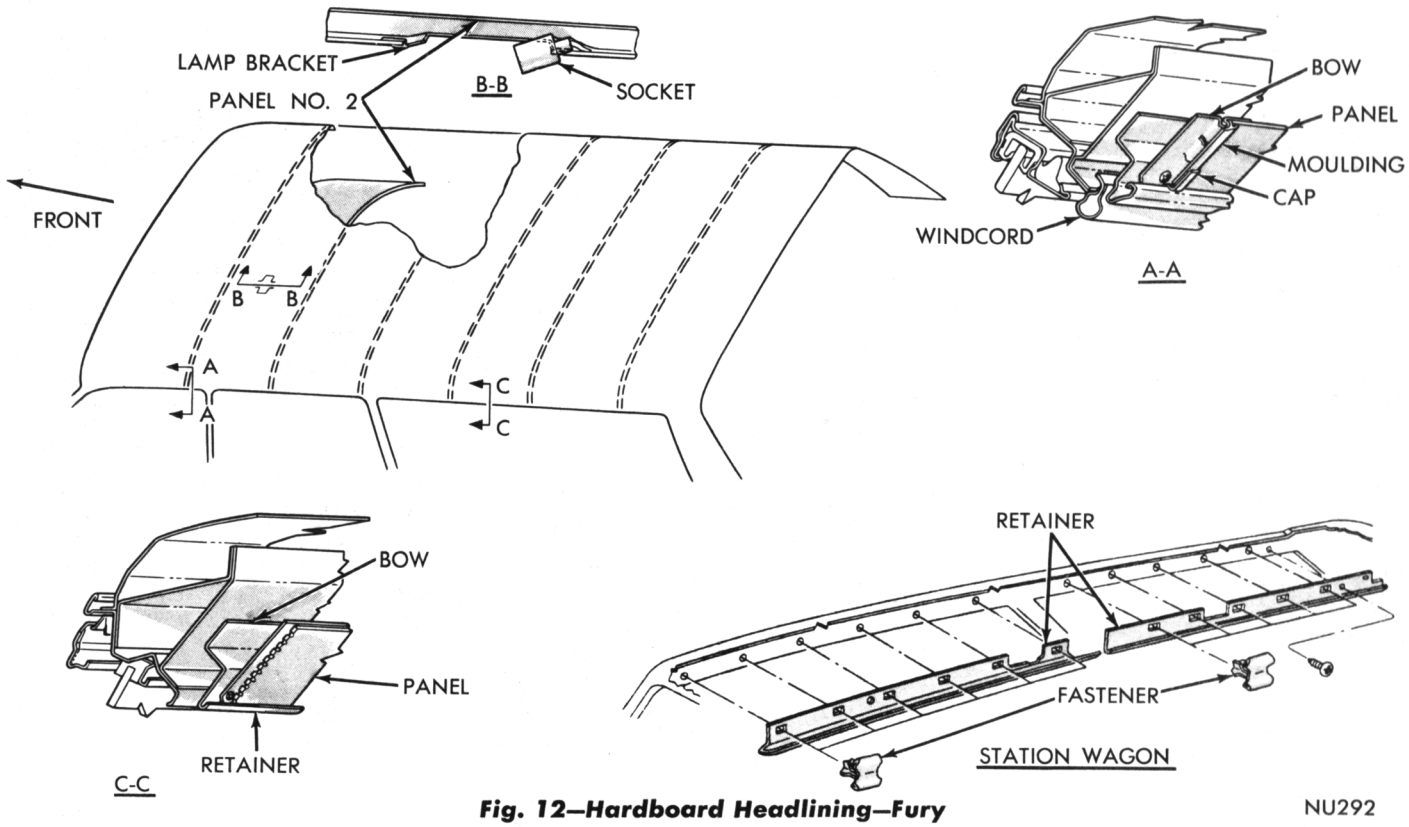

Fig. 12—Hardboard Headlining—Fury
The individual hard board headlining sections are held in position with semi-flexible type plastic mouldings (Figs. 12 and 13) forced over the retainer sections of the roof bows. Starting at either outer end, remove end cap and pry the moulding off retainer. When installing moulding make certain it is fully seated and evenly spaced from side to side. Install end caps in retainer and over moulding ends.
(1) Remove plastic mouldings (Figs. 12 and 13) at edges of section being removed.
(2) Using a fibre tool force liner section off of roof bow and out of side retainers.
(3) Inspect liner section for damaged edges.